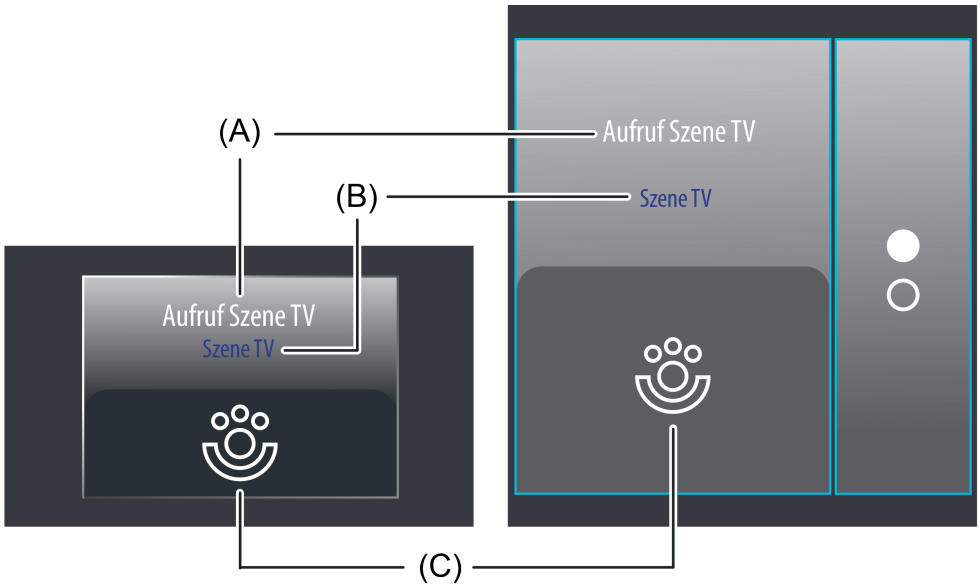

Bild 37: Beispiel für Bedien- und Anzeigeelement der Funktion "Szenenaufruf"
Der Anzeigebereich enthält verschiedene Darstellungselemente (Bild 37), die durch Parameter oder durch die Szenenkonfiguration selbst beeinflusst werden. Jeder KNX Funktion kann in der Konfigurationssoftware eine Bezeichnung vergeben werden (A). Diese Text-Bezeichnung wird im Anzeigeelement zentriert zur Anzeige gebracht, wodurch die Funktion des Szenenabrufs für den Anwender kenntlich gemacht wird (z. B. "Aufruf Szene TV").